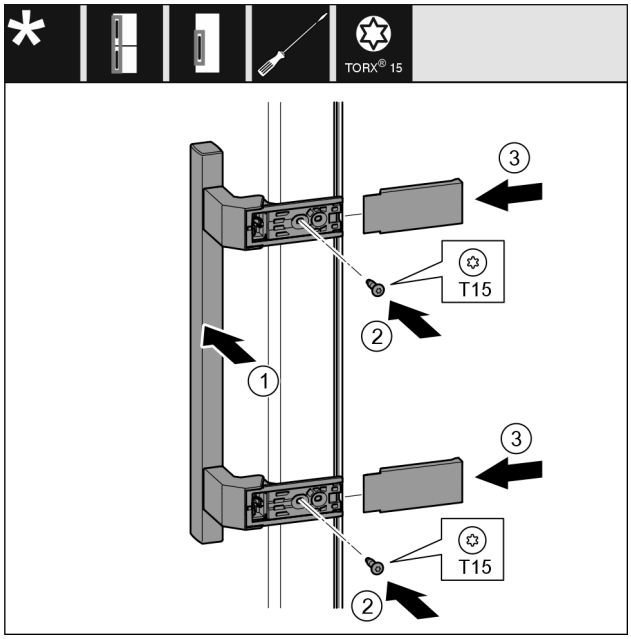

Fig. 24
▶ Place the handle *Fig. 24 (1)* on the opposite side.
▶ Tighten screws *Fig. 24 (2)* with screwdriver.
▶ Place the covers *Fig. 24 (3)* on the side and push them on.